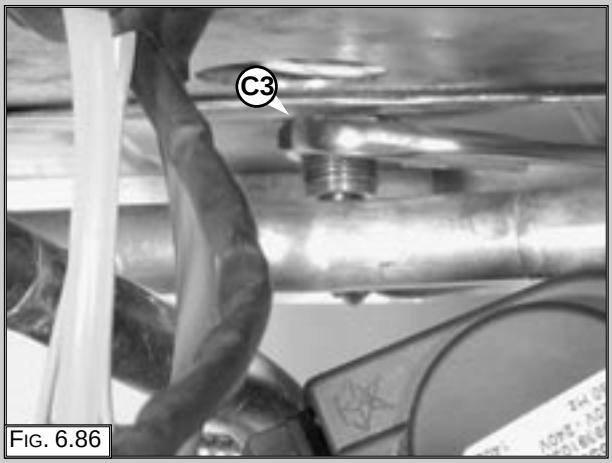

Fig. 6.86
2. Loosen nut “C3” (Fig. 6.86);